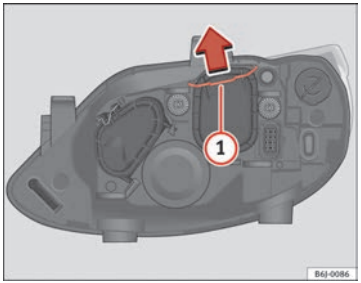

Fig. 141 Dipped beam headlights
– Move the loop ⇒ fig. 141 (1) in the direction of the arrow and remove the cover.